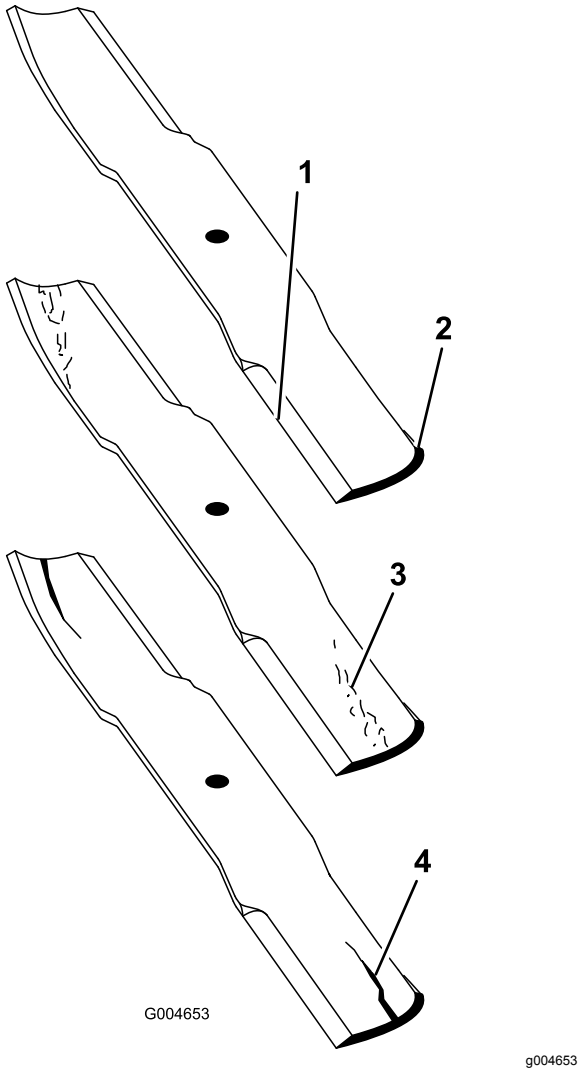

Rysunek 73
1. Sprawdź krawędzie tnące (Rysunek 73). Jeżeli krawędzie nie są ostre lub mają wyszczerbienia, należy zdjąć ostrza i je naostrzyć. Patrz Ostrzenie ostrzy (Strona 41).
2. Sprawdź ostrza, a w szczególności obszar łopatki (Rysunek 73). Jeżeli zauważysz uszkodzenie, zużycie lub szczeliny w tym obszarze (Rysunek 73), zamontuj nowe ostrza.